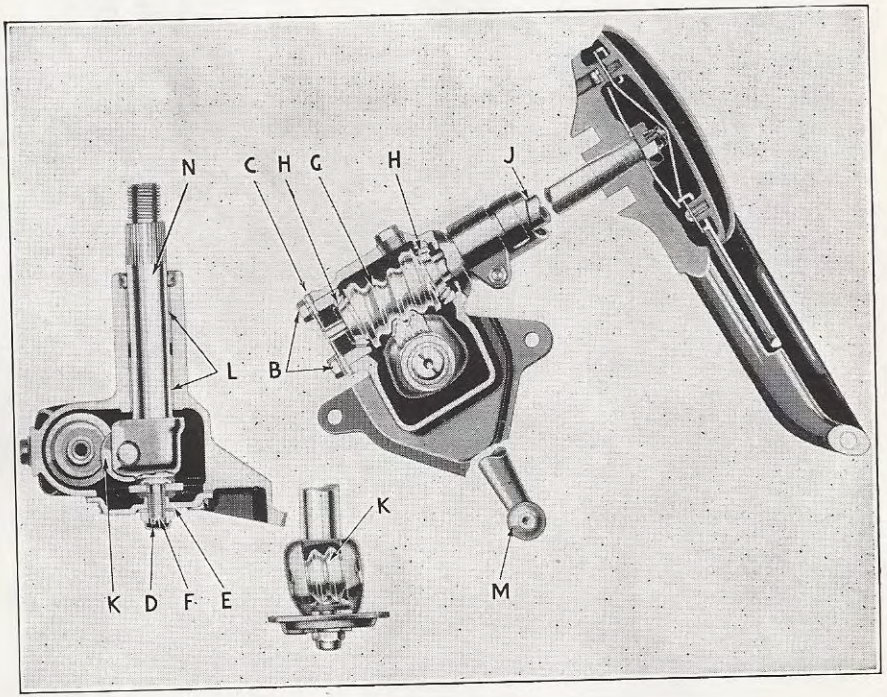

Figure 38
The worm and double roller tooth type steering gear is used on all models. See Fig. 38. The steering gear is mounted on the inside of the left hand frame side member, placing the pitman arm close to the center line of the car. An adjustable drag link connects the pitman arm to the center steering arm mounted on the rear face of the frame front cross member.
The worm (G), Fig. 38, which is pressed on the column tube (J) operates in two adjustable roller bearings (H). The cross shaft roller tooth (K) is mounted on needle roller bearings. On models
Worm Shaft and Bearing Adjustment is necessary to remove excessive column end play, due to too great clearance between worm roller bearings and cups. Proceed by removing four cap screws (B), Fig. 38, (two not shown). Separate shims (C) with sharp knife blade, being careful not to mutilate them. Remove one shim at a time to obtain proper clearance. Check for stiffness by revolving steering wheel. Stiffness is usually attributable to too many shims having been removed or gear is not properly aligned in car.
Cross Shaft and Roller Tooth Adjustment — Proper clearance between the cross shaft roller tooth and worm is essential for proper car handling. Adjustment, if necessary, is made by means of an adjusting screw accessible through an opening in the frame side rail. First remove cap (D), Fig. 38, slide off plate (E) to clear lock boss on gear housing cover. Be sure steering gear is turned to straight ahead driving position (high point on worm) and turn adjusting screw (F) into the housing for closer adjustment. Back off screw just enough to prevent binding. Check for clearance (end play in cross shaft) by grasping pitman arm (M). It is preferable to have a slight amount of play rather than binding. Replace lock plate (E) and cap (D).